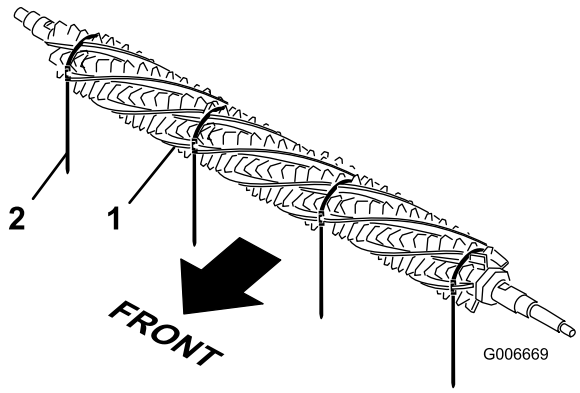

Figura 36
1. Desde un lado del molinete del acondicionador, deslice un cepillo en cada ranura alrededor de toda la longitud del molinete del acondicionador (Figura 36).